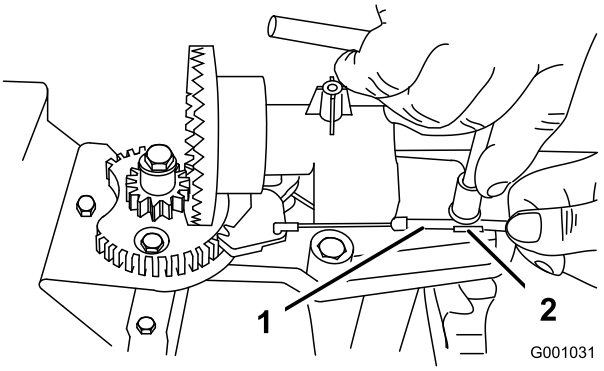
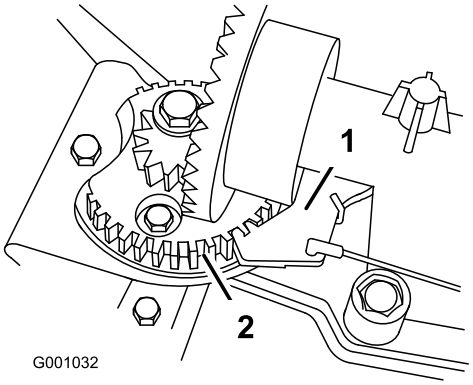

Figur 59
Figur 60
2. Løsne klemskruen som fester kabelen (Figur 59).
3. Grip kabelrøret og flytt det mot fronten av maskinen inntil utløpssjaktlåsen kobles fullstendig til tennene i giret (Figur 59 og Figur 60).
Merk: Låsen er fjærbelastet og vil bevege seg naturlig inn i tennene i giret (Figur 60).